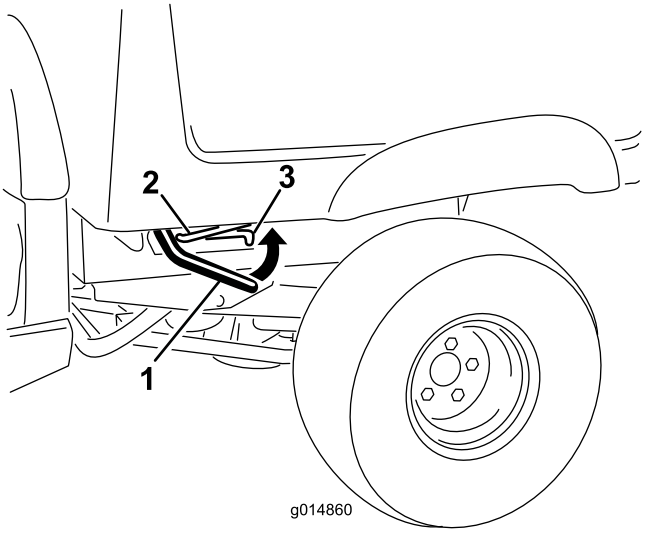

Figura 10
1. Levante la palanca de enganche situada en cada lado de la plataforma, cerca de la esquina delantera, y eleve la plataforma (Figura 10).
2. Sujete la plataforma de carga colocando la varilla de sujeción en la muesca situada al final de la ranura situada en el lado izquierdo del bastidor de la máquina (Figura 10).
1. Eleve la plataforma un poco tirando hacia arriba de la palanca de enganche (Figura 10).
2. Extraiga la varilla de sujeción de la muesca de la ranura (Figura 10).
3. Baje la plataforma hasta que se enganche firmemente en su sitio (Figura 10).